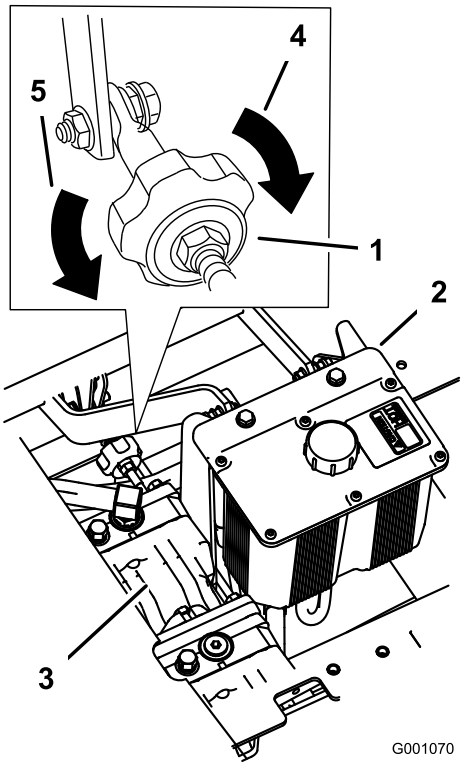

**Figur 60**
4. Vrid ratten mot maskinens högra sida för att få maskinen att gå åt höger. Se Figur 60.
5. Vrid ratten mot maskinens vänstra sida för att få maskinen att gå åt vänster. Se Figur 60.